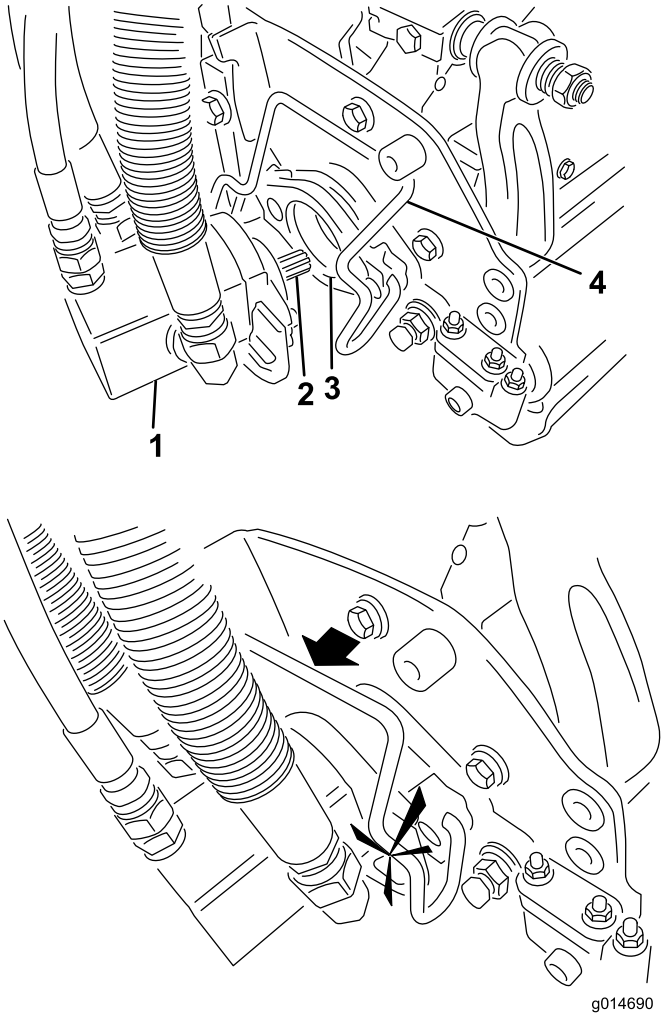

**Figur 35**
5. Kom rent smørefedt på notakslen på klippeenhedens motor (Figur 35).
6. Sæt motoren ind i klippeenhedens venstre side (set fra førersædet) og træk motorens holdestang på klippeenheden i motorens retning, indtil du hører et "klik" fra begge sider af motoren (Figur 35).